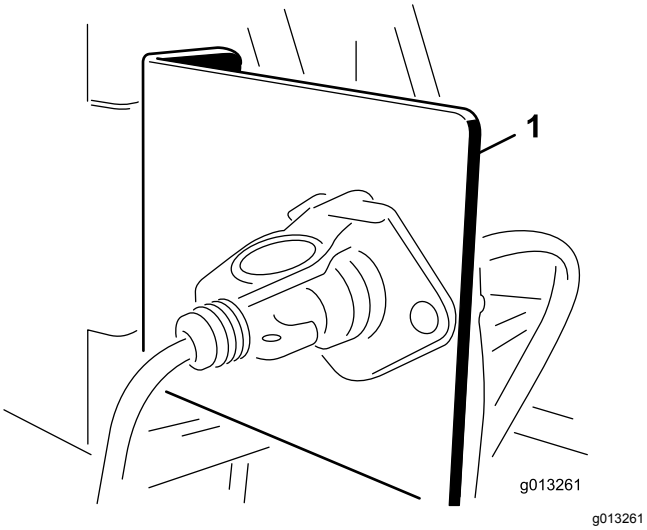

**Figur 8**
1. Monter sokkelbraketten til et fast punkt bak på tauekjøretøyet ved hjelp av én av medfølgende monteringsbraketter (Figur 8).